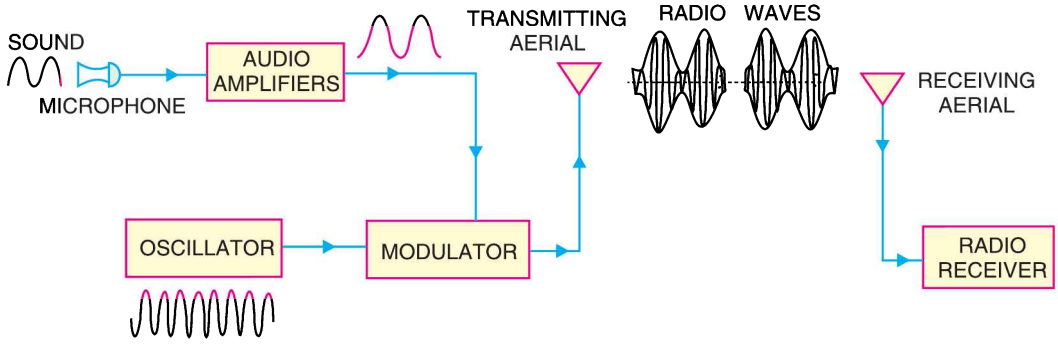

Fig. 16.1
Radio communication means the radiation of radio waves by the transmitting station, the propagation of these waves through space and their reception by the radio receiver. Fig. 16.1 shows the general principles of radio broadcasting, transmission and reception. As a matter of convenience, the entire arrangement can be divided into three parts *viz. transmitter, transmission of radio waves* and *radio receiver.*
1. Transmitter. Transmitter is an extremely important equipment and is housed in the broadcasting station. Its purpose is to produce radio waves for transmission into space. The important components of a transmitter are microphone, audio amplifiers, oscillator and modulator (See Fig. 16.1).
(*iii*) *Oscillator.* The function of oscillator is to produce a high frequency signal, called a *carrier wave*. Usually, a crystal oscillator is used for the purpose. The power level of the carrier wave is raised to a sufficient level by radio frequency amplifier stages (not shown in Fig. 16.1). Most of the broadcasting stations have carrier wave power of several kilowatts. Such high power is necessary for transmitting the signal to the required distances.